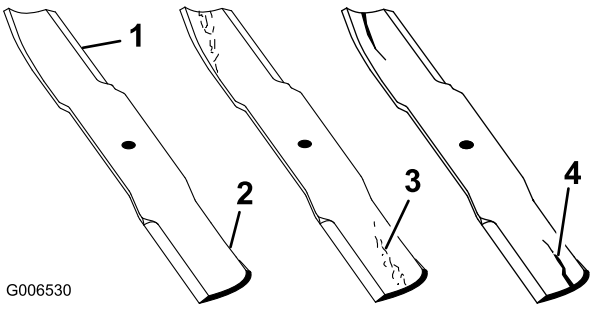

Figur 48
1. Kontrollera eggarna (Figur 48).
2. Kontrollera knivarna, särskilt den böjda delen (Figur 48).
Obs: Montera omedelbart en ny kniv om du upptäcker skador, slitage eller om ett spår har bildats i detta område (del 3 och 4 i Figur 48).